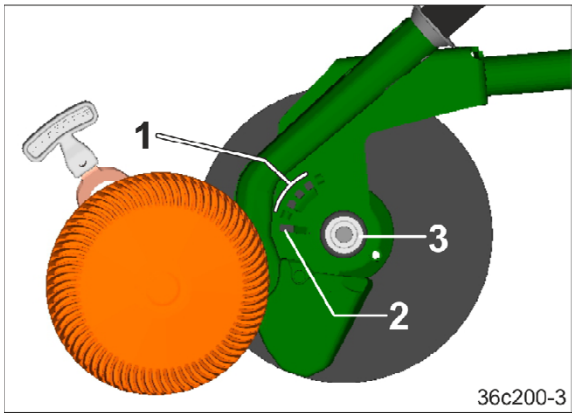

Fig. 133
1. Die Scharscheibe auf den Verschluss (Fig. 133/3) aufstecken. Dabei fasst der Ansatz in das Langloch (Fig. 133/2) des Scharkörpers.
2. Die Scharscheibe im Langloch (Fig. 133/2) soweit verschieben, bis die Scharscheibe im Verschluss einrastet. Ein leichter Schlag auf den Scheibenmittelpunkt erleichtert das Einrasten.
3. Den Ansatz mit Hilfe des Hebels aus dem Langloch ziehen und in der Rastung (Fig. 133/1) einrasten lassen.